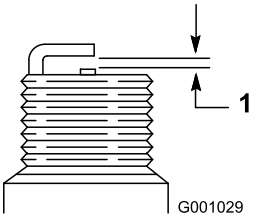

Rysunek 46
4. Odstęp między elektrodami w nowej świecy powinien wynosić 0,76 mm, zgodnie z Rysunek 46.